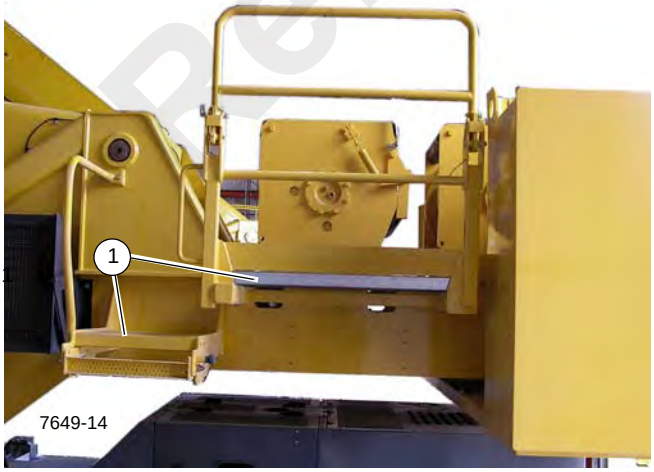

FIGURE 2-11
Use the hoist access platform (1) Figure 2-11 when working in the hoist area (Fixed counterweight units only).